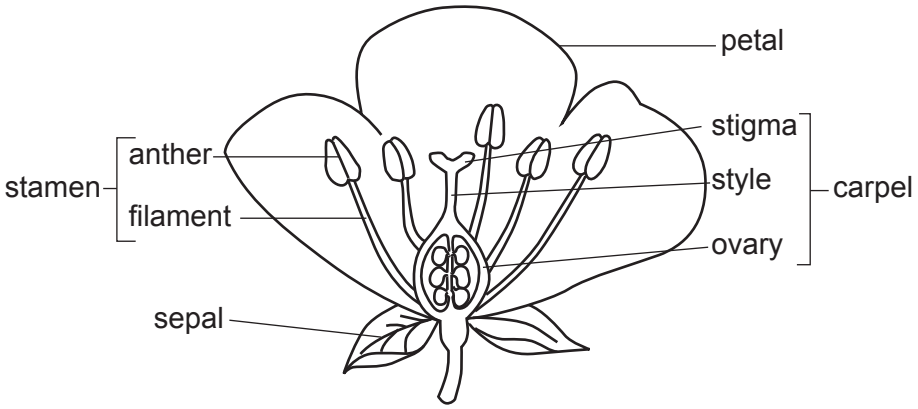
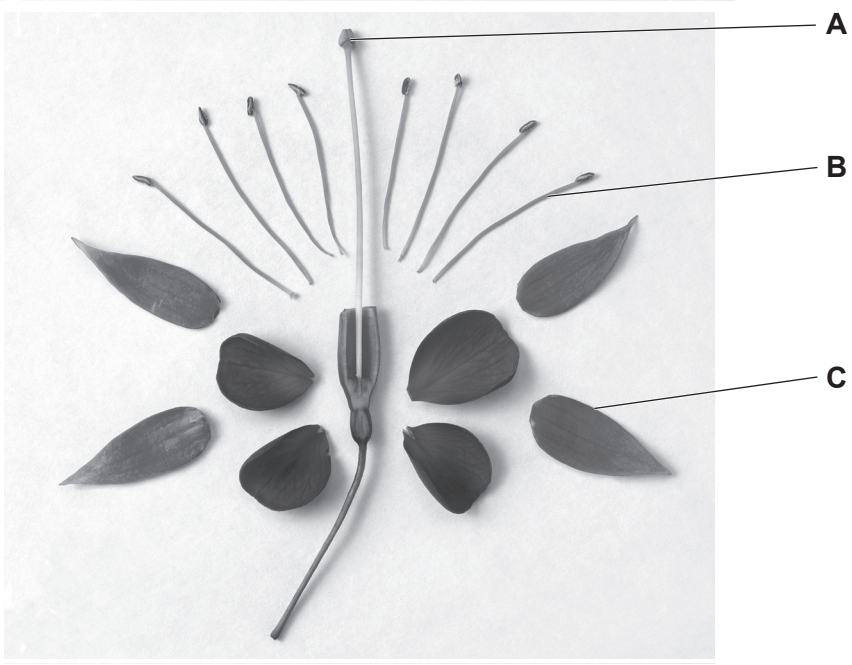

Fig. 2.1
Fig. 2.2
2 **(a)** Fig. 2.1 is a labelled diagram of the parts of a flower.
Fig. 2.2 is a photograph showing the parts of a flower that have been separated.
Complete Table 2.1 using the information in Fig. 2.1 and Fig. 2.2 by stating the:
- number of each of the flower parts **A**, **B** and **C** visible in Fig. 2.2.